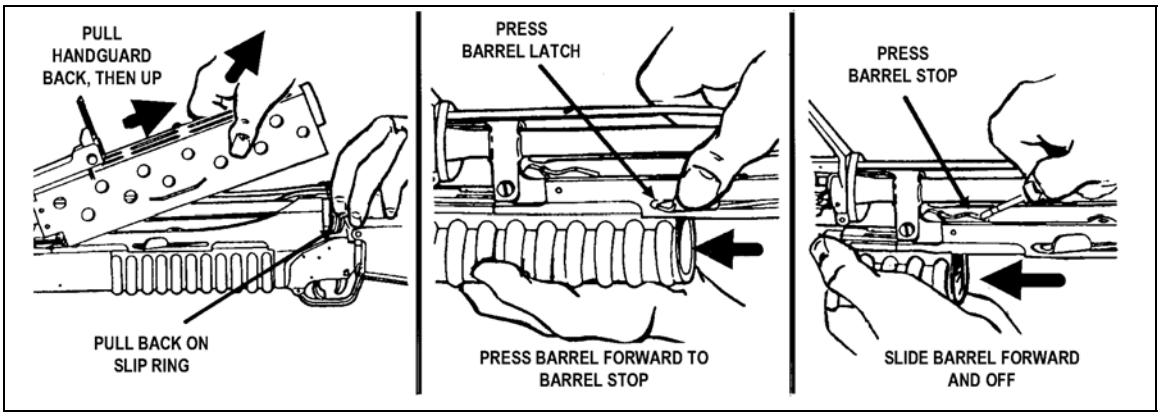

Figure 3-20. Removing the handguard assembly before the barrel assembly.
(2) ***Handguard Assembly First***. Pull back on the M16's slip ring and remove the handguard by pulling it up and back. Push the barrel latch and move the barrel forward until it hits the barrel stop. Use a cleaning rod to depress the barrel stop and slide the barrel forward and off (Figure 3-20).